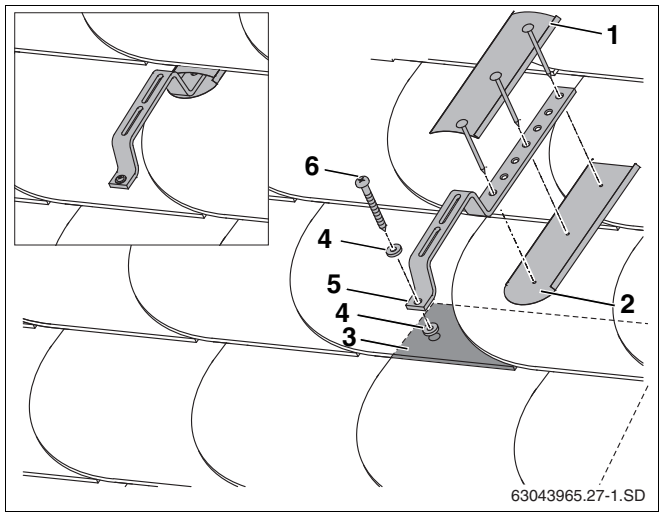

Рис. 26 Монтаж на крыше с покрытием шифером/гонтом
В качестве примера здесь приводится описание монтажа специального кровельного крюка и водонепроницаемого уплотнения с использованием планок заказчика (рис. 26, **поз. 1** и **2**) на покрытии шифером/гонтом.
- Установите специальные кровельные крюки (рис. 26, **поз. 5**) и уплотнения (рис. 26, **поз. 4**), закрепив их шурупом (рис. 26, **поз. 6**) на покрытии шифером/гонтом.
- Для водонепроницаемости при монтаже нужно укладывать планки заказчика (рис. 26, **поз. 1**, **2**) сверху и снизу специальных кровельных крюков.
Специальный кровельный крюк должен спереди прилегать к многослойному покрытию (рис. 26, **поз. 3**).